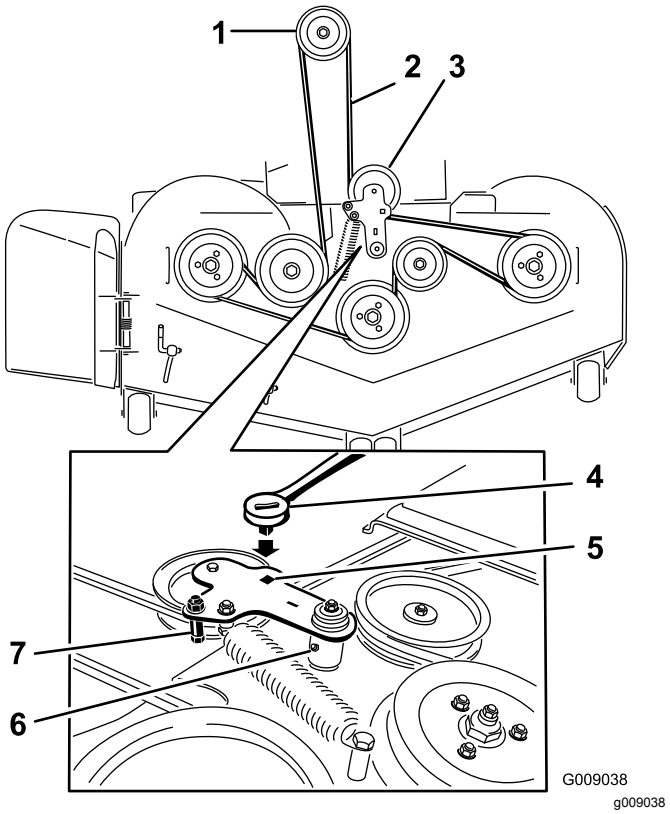

Figur 84
7. Bruk en skralle i det firkantede hullet i lederullarmen for å redusere spenningen på blindfjæren (Figur 84).
9. Fjern remføreren på den fjærbelastede lederullarmen (Figur 84).
11. Monter den nye remmen rundt knivremskivene og clutchremskiven under motoren (Figur 84).
12. Monter remføreren på lederullarmen (Figur 84).
13. Bruk skrallen i det firkantede hullet for å installere blindfjæren (Figur 84).